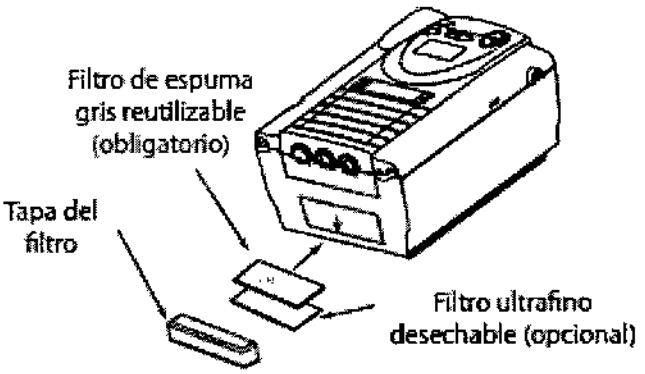

Figura 1 – Instalación de los filtros
2. Deslice los filtros dentro de la entrada de aire ubicada en la parte posterior del sistema Harmony y empújelos hacia el fondo de la cavidad, tal como se muestra en la figura 1: